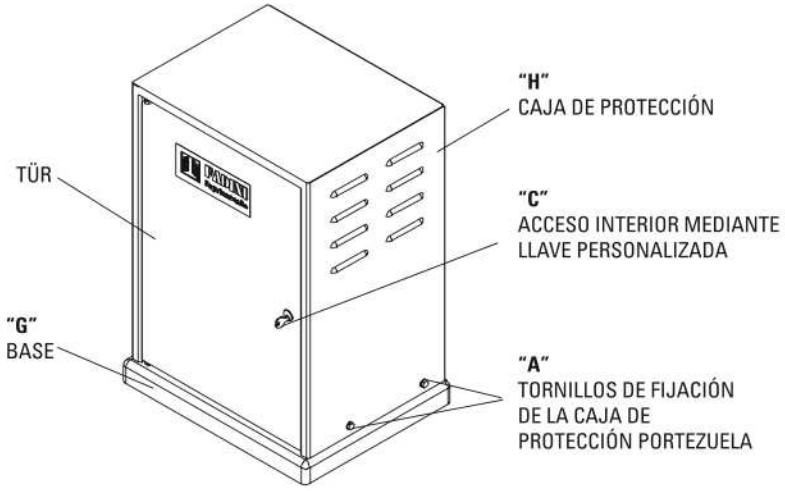

FIG. 2
- Para fijar la **Base "G"** primero se debe quitar la **tapa de protección "H"** aflojando los cuatro **tornillos "A"** de fijación de la caja colocados a los lados y debajo de la automación (Fig. 2)
- Abrir la portezuela de la caja con la llave personalizada "C" (Fig. 2)